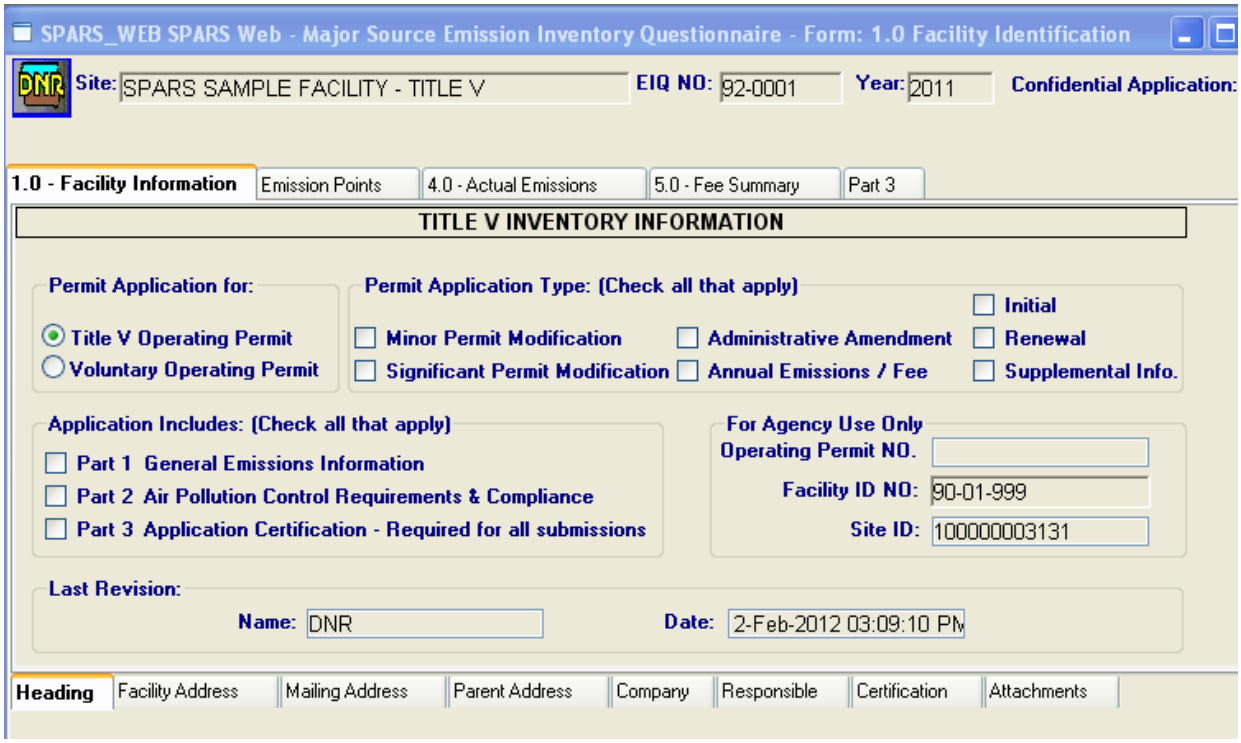

Figure 8.4 – Newly created Title V Emissions Inventory
8. The inventory forms will appear as depicted in Figure 8.4 (be patient; it takes a few minutes for the forms to appear). Except for the throughputs, all other information included in the emissions inventory that you selected is copied into the new inventory.